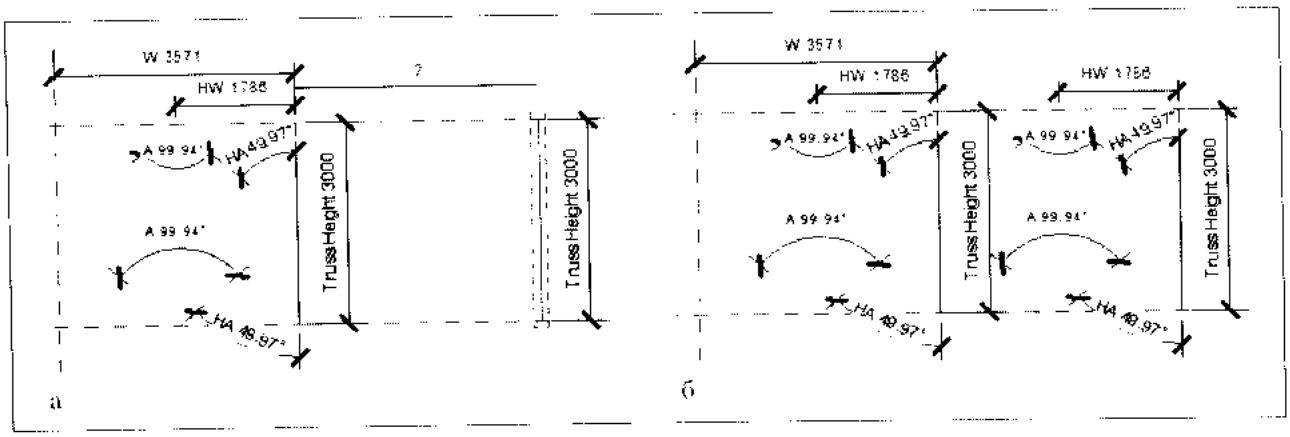

Рис. 42.38. *Создание массива из ячеек фермы*
4. Создать массив ячеек фермы (рис. 42.38).